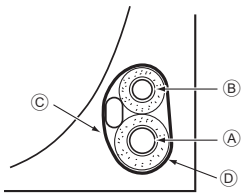

Fig. 4-5
4.5.1. Sistemazione nello spazio riservato alle tubazioni dell'unità (Fig. 4-5)